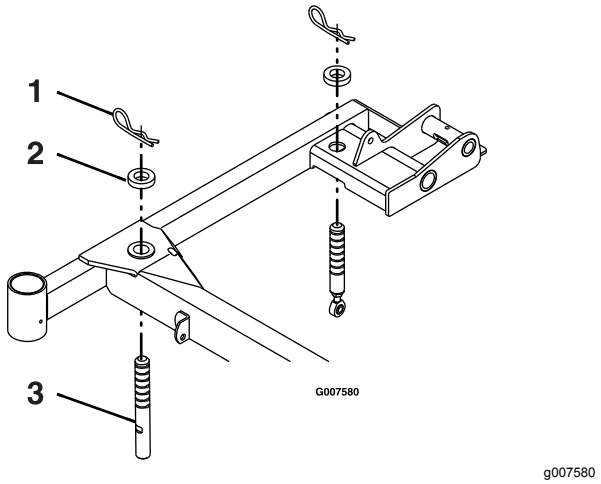

Figur 71
4. Kontrollera att alla hårnålssprintar sitter i klippdäckets höjdhål vid 7,62 cm med distansbrickor under hårnålssprintarna (Figur 71).
5. Förkorta eller förläng respektive klippdäcks-stödtapp för att få en knivspetshöjd på 7,62 cm framtill på däcket och 8,26 cm baktill på däcket (Figur 71).